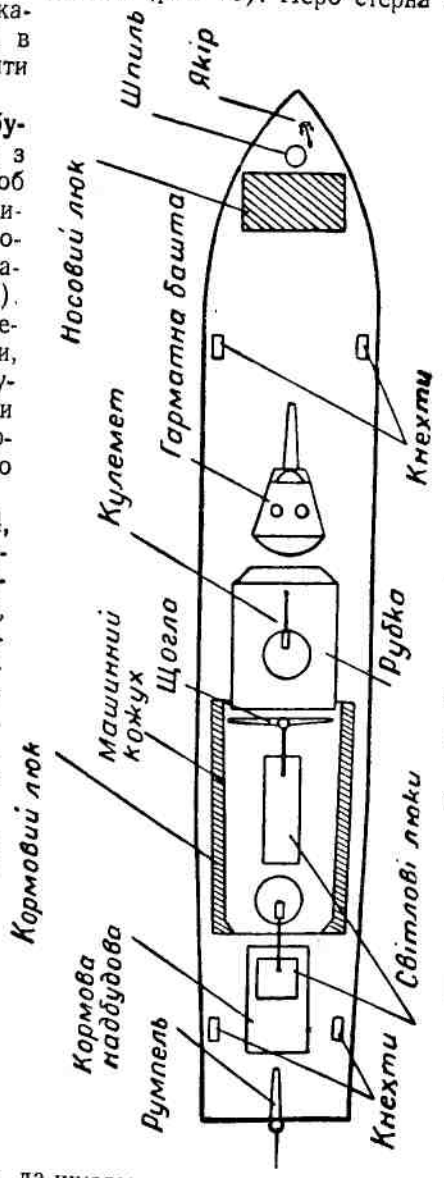

Рис. 20. План палуби з надбудовами і люками.
**Палуба та верхні надбудови.** Палуба вирізується з двоміліметрової фанери. Щоб можна було вільно доступитися до резиномотора, в носовій і кормовій частині палуби виріжте люки (рис. 20).